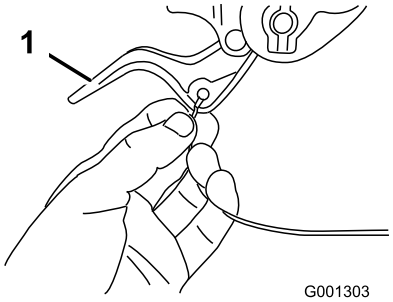

**Figur 6**
2. Led antingen den vänstra eller högra kabeländen över det undre handtaget och för in kabeländen i hålet i motsvarande hjulkopplingsspak (Figur 6).